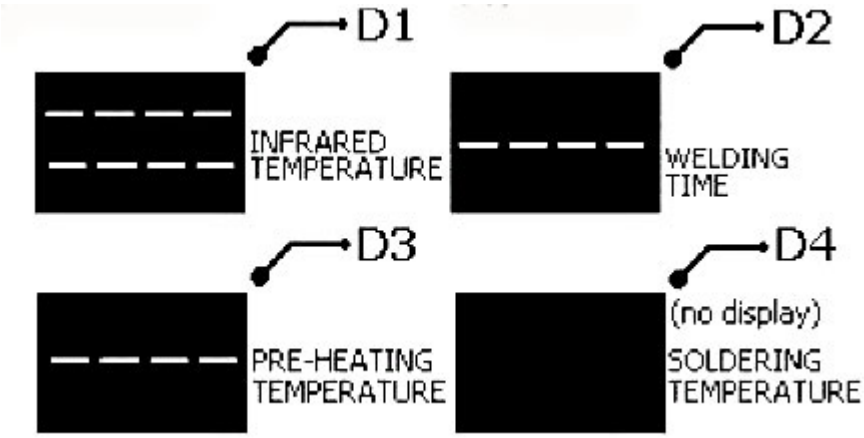

рис. 2
10. Нажмите кнопку C7 для выключения предварительного подогрева, при этом преднагревающий элемент начнет остывать. Панель при этом будет выглядеть так же, как изображено на рис. 2.